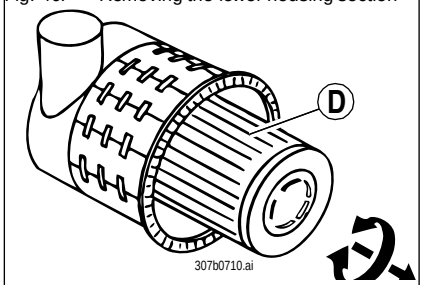

Fig. 41: Removing the filter element
- Carefully remove safety cartridge fig.41/**F** with slightly turning movements
- Carefully insert a new safety cartridge fig.41/**F** in the upper housing section